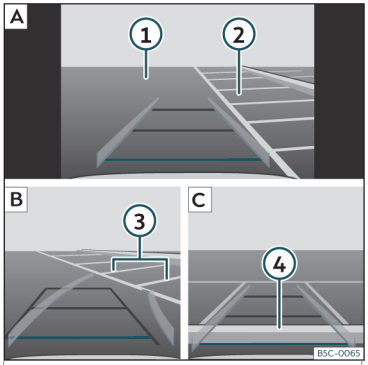

Fig. 177 Visualización en la pantalla del sistema de infotainment: aparcar con el asistente de marcha atrás.
Leyenda de la **fig. 177**:
- Sitúe el vehículo delante del hueco de aparcamiento››› **fig. 177** ② A.
- Retroceda girando el volante de manera que las líneas amarillas se introduzcan en el hueco de aparcamiento. Las líneas verdes y amarillas tienen que coincidir con las líneas de delimitación laterales ③ B.
- Detenga el vehículo cuando la línea roja haya alcanzado la delimitación trasera ④ C.